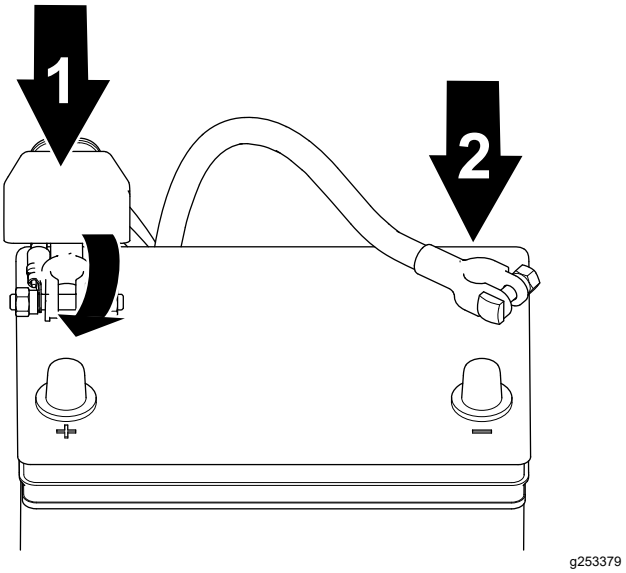

Figuur 39
2. Sluit de pluskabel weer op de accu aan en draai de moer van de accuklem vast (Figuur 39).
3. Sluit de minkabel weer op de accu aan en draai de moer van de accuklem vast (Figuur 39).